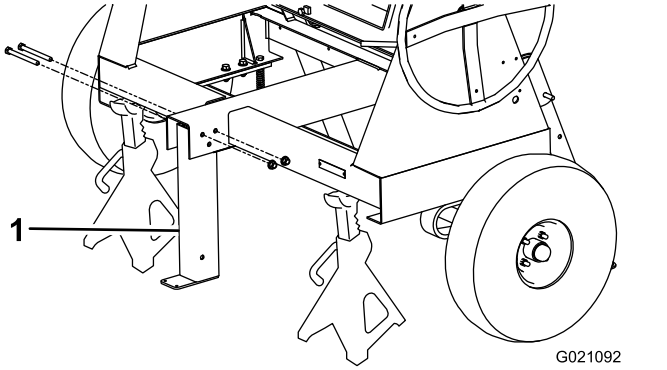

Figura 6
3. Retire los 2 pernos y las tuercas que sujetan la pata estabilizadora delantera al bastidor (Figura 6), y retire la pata estabilizadora delantera.